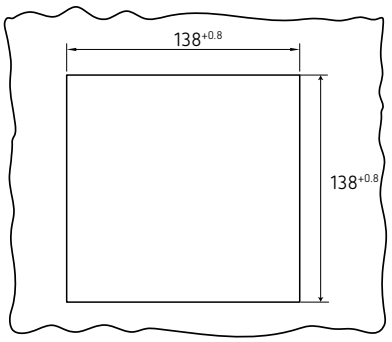

Figure 1: Panel cut-out.
① Make the panel cut-out according to the dimensions shown in **Figure 1** (**DIN IEC 61554**).